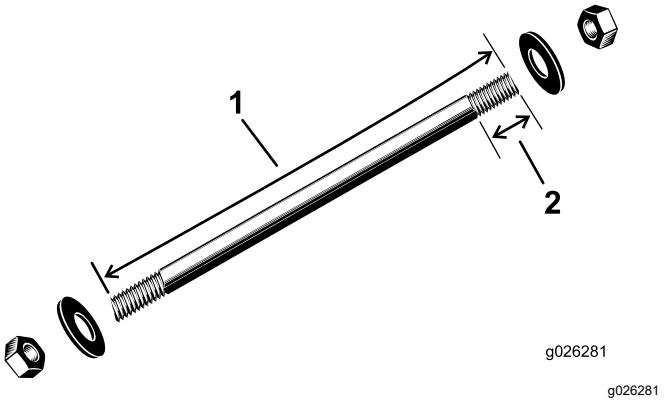
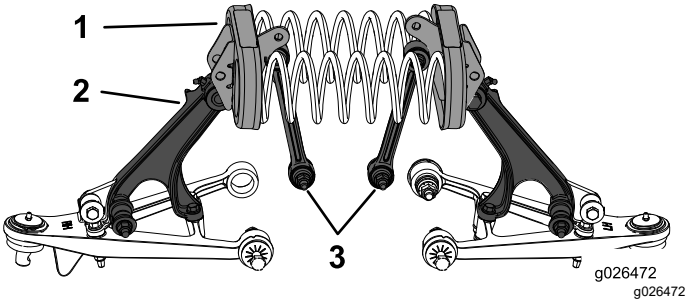

Figur 17
Figur 18
1. Använd ett kompressionsfjäderverktyg i enlighet med Figur 17 och montera kompressionsfjäderns stång i hålen på varje fjäderfäste (Figur 18).